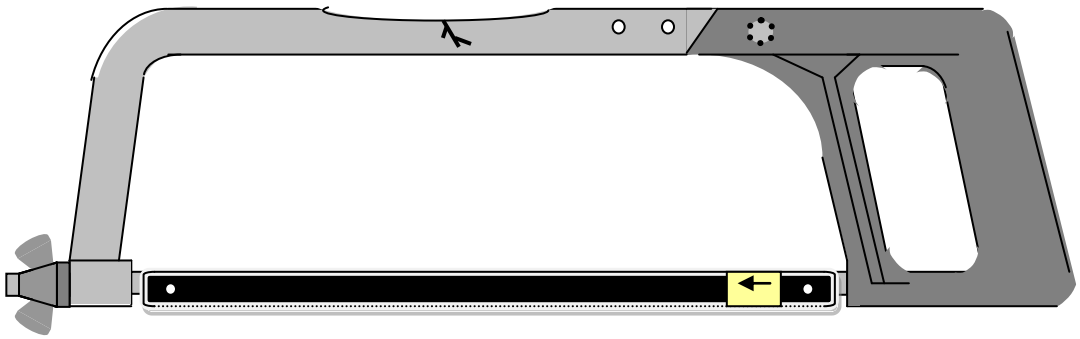

FIGURE 4 (5)
3.3 A hacksaw (HS 2950) was issued to you and you found that the frame is bent and cracked as shown in FIGURE 4.